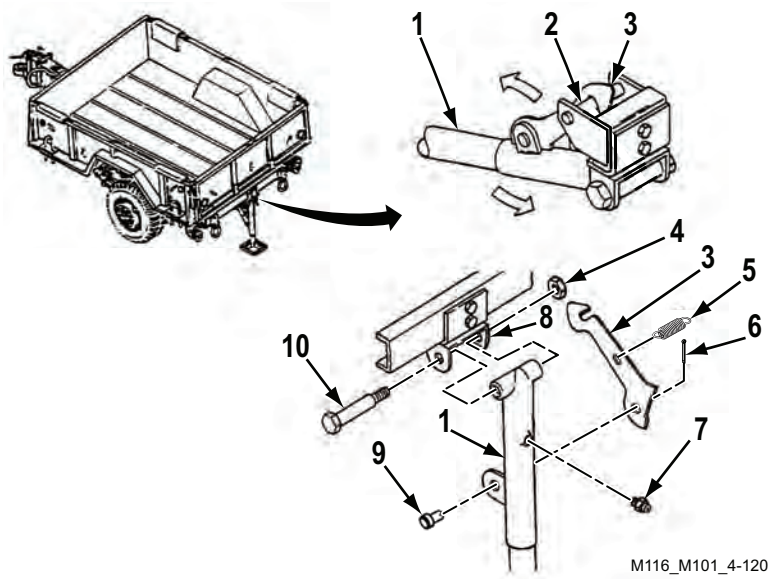

Figure 1. Latch Hook Removal.
1. Release latch hook (Figure 1, Item 3) from up-latch pin (Figure 1, Item 2). Lower rear stabilizer (Figure 1, Item 1) to the ground.
2. Remove self-locking nut (Figure 1, Item 4), shoulder bolt (Figure 1, Item 10), and rear stabilizer (Figure 1, Item 1) from bracket (Figure 1, Item 8). Discard self-locking nut (Figure 1, Item 4).
3. Remove cotter pin (Figure 1, Item 6), straight pin (Figure 1, Item 9), and latch hook (Figure 1, Item 3) from rear stabilizer (Figure 1, Item 1). Discard cotter pin (Figure 1, Item 6).
4. Remove spring (Figure 1, Item 5) and latch hook (Figure 1, Item 3) from rear stabilizer (Figure 1, Item 1).
5. Remove lubrication fitting (Figure 1, Item 7) from rear stabilizer (Figure 1, Item 1).